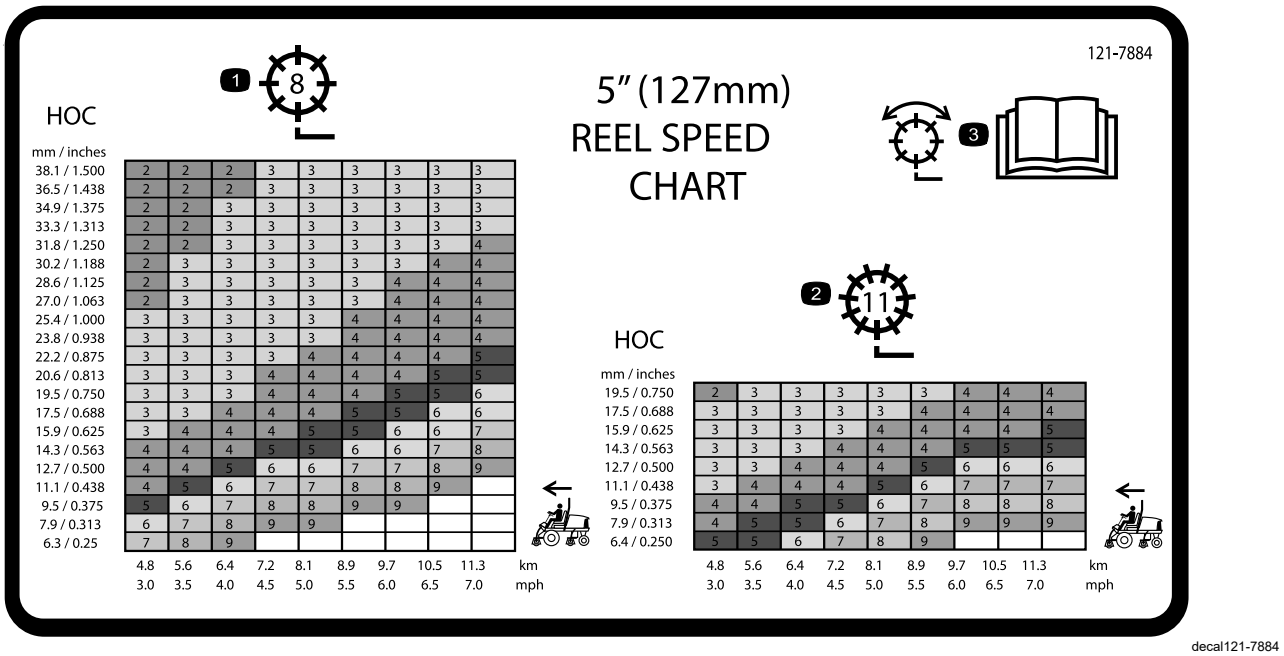
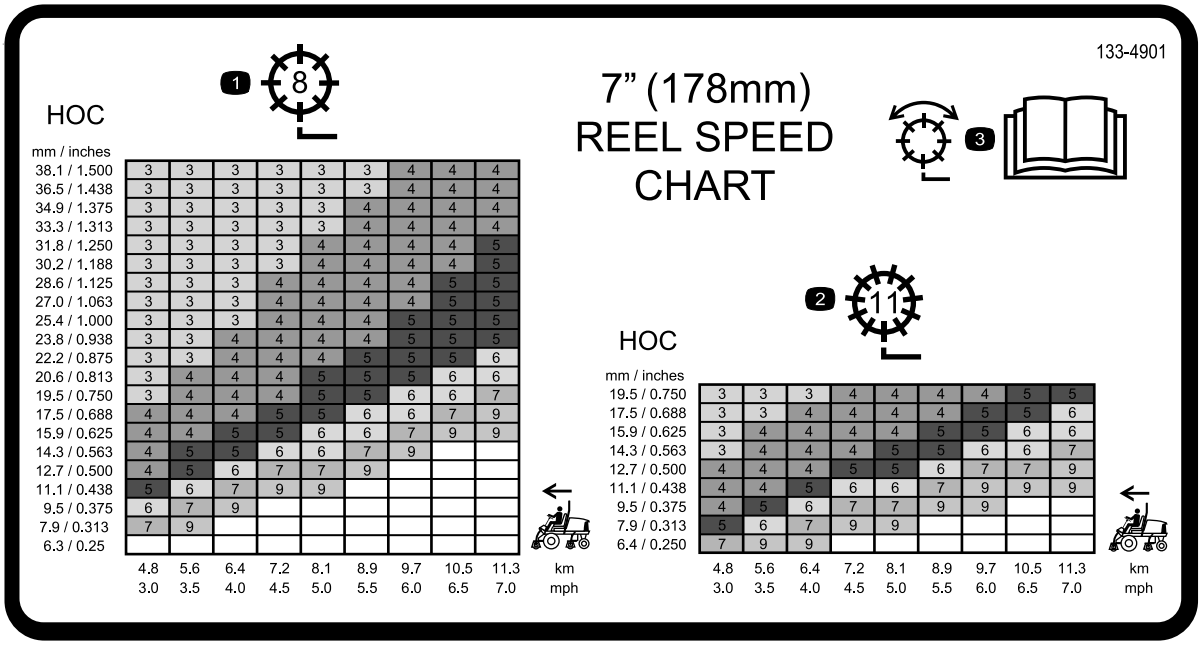

Figur 30
Figur 31
3. Bestäm korrekt hastighet för cylindrarna genom att använda kurvan på dekalen med tabellen över cylinderhastighet (Figur 30 och Figur 31).